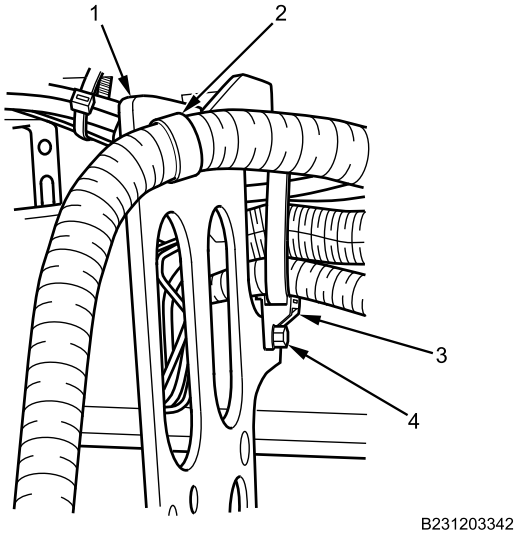

Figure 10. Air Dryer Bracket Harness Retainers.
9. Apply corrosion preventive compound to bolt (Figure 10, Item 4).
10. Install harness bundle tie retainer (Figure 10, Item 3) on air dryer bracket (Figure 10, Item 1) with bolt (Figure 10, Item 4) and tighten securely.
11. Secure transfer case oil cooler hose to air dryer bracket (Figure 10, Item 1) with new cable lock strap (Figure 10, Item 2).